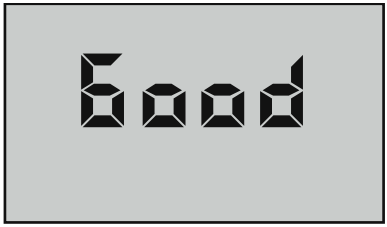
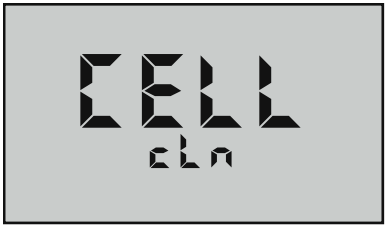

Figure 22
Figure 23
4. Press CAL/MCLR to test. If cell is clean, "**Good**" will momentarily be displayed (see Figure 22). If cell is dirty, "**CELL cLn**" will be displayed (see Figure 23) (ref. Cleaning Sensors, pg. 34).